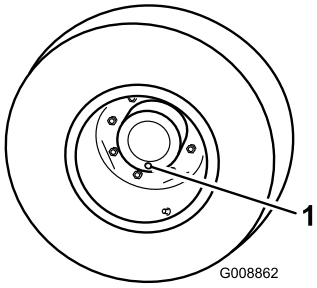

Bild 64
1. Wenn sich die Maschine auf einer ebenen Fläche befindet, das positionieren Sie das Rad so, dass sich die Prüf-/Ablassschrauben (Bild 64) in der untersten Stellung (6 Uhr) befindet.